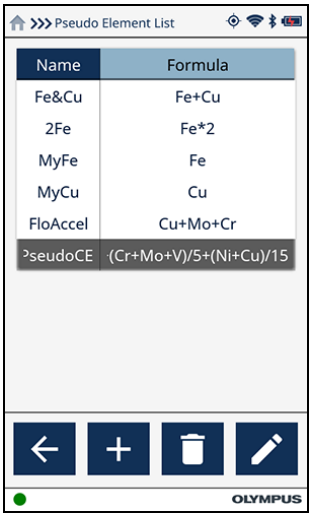

Рис. 2-48 Новый псевдоэлемент в списке
3. Сверните виртуальную клавиатуру, чтобы увидеть новый добавленный псевдоэлемент в списке (см. Рис. 2-48 на стр. 57).